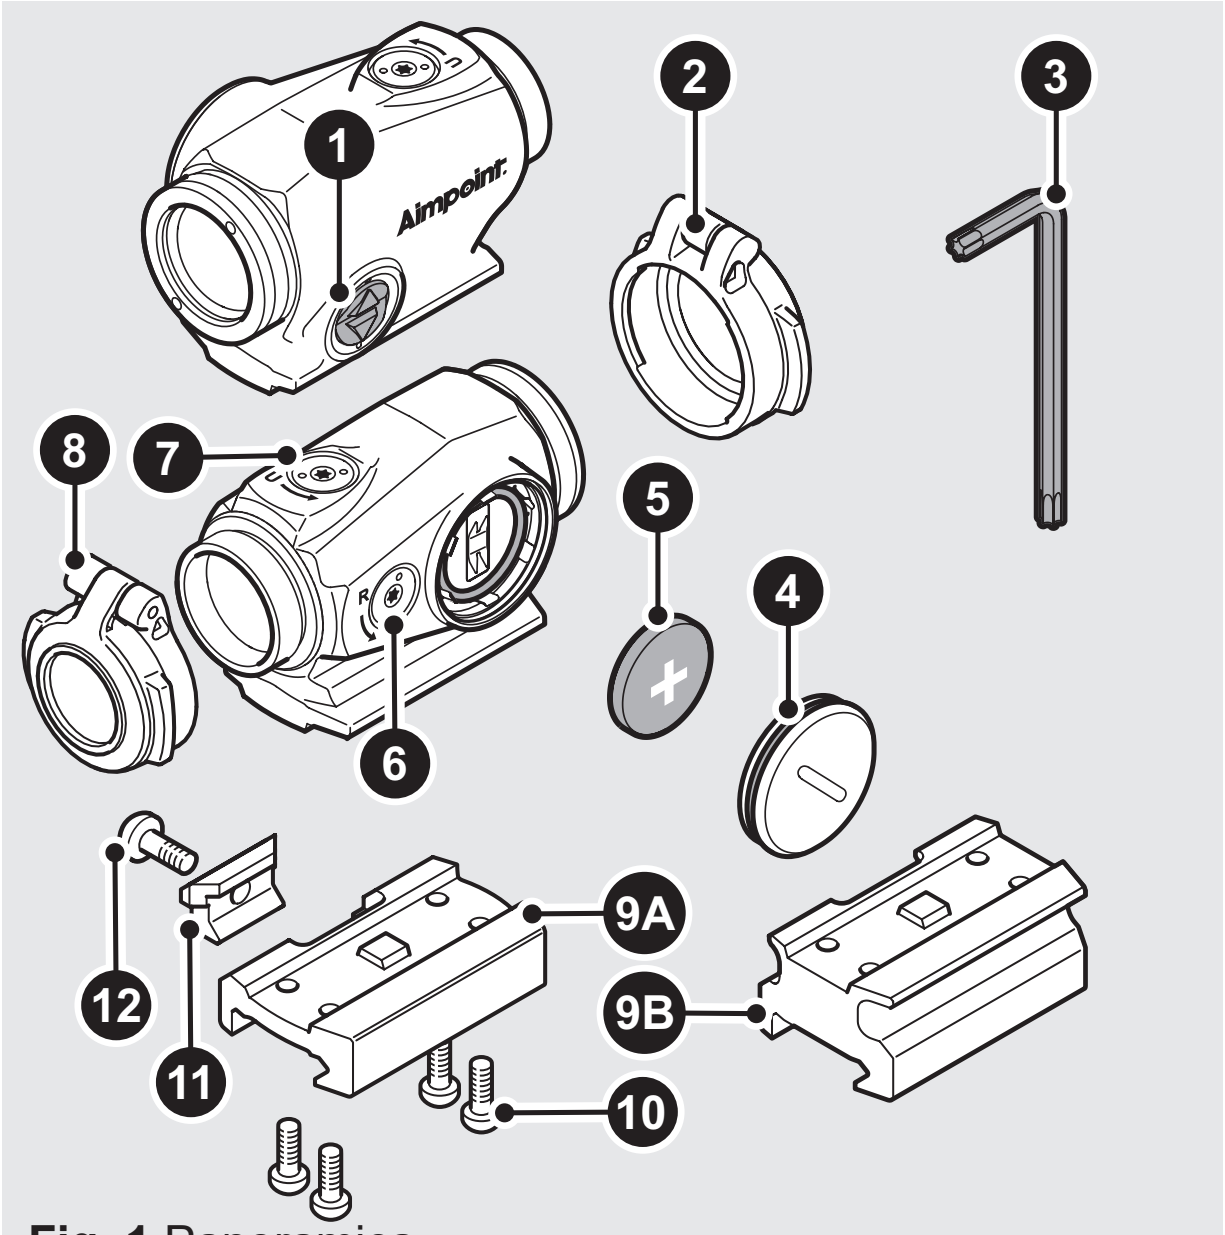

Fig. 1 Panoramica
c Inserire la pila (5) con il polo positivo (+) rivolto verso il tappo della pila (4), come indicato nella Fig. 1.